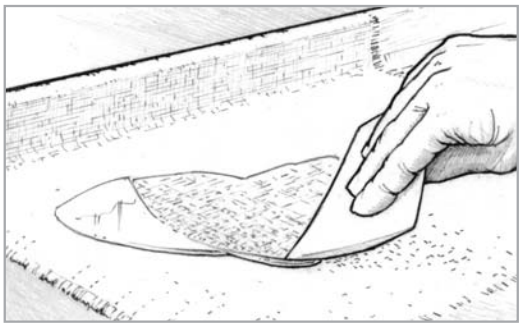

Figure 8-17 *Spread the epoxy from the center of the fabric toward the edges with a plastic spreader.*
5. Spread the epoxy over the cloth surface with a plastic spreader, working the epoxy gently from the pool into the dry areas *(Figure 8-17)*. Use a foam roller or brush to wet out fabric on vertical surfaces. Properly wet out fabric is transparent. White areas indicate dry fabric. If you are applying the cloth over a porous surface, be sure to leave enough epoxy to be absorbed by both the cloth and the surface below it. Try to limit the amount of squeegeeing you do. The more you "work" the wet surface, the more minute air bubbles are placed in suspension in the epoxy. This is especially important if you plan to use a clear finish (see note page 70). You may use a roller or brush to apply epoxy to horizontal as well as vertical surfaces.